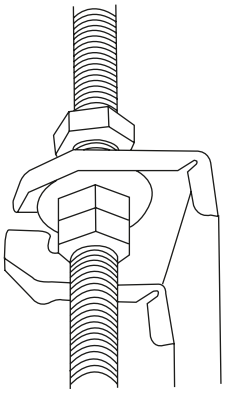

Fig. 4.10
7. Mount the indoor unit with at least two people to lift and secure it. Insert suspension bolts into the unit's hanging holes. Fasten them using the washers and nuts provided. *(See Fig. 4.10)*